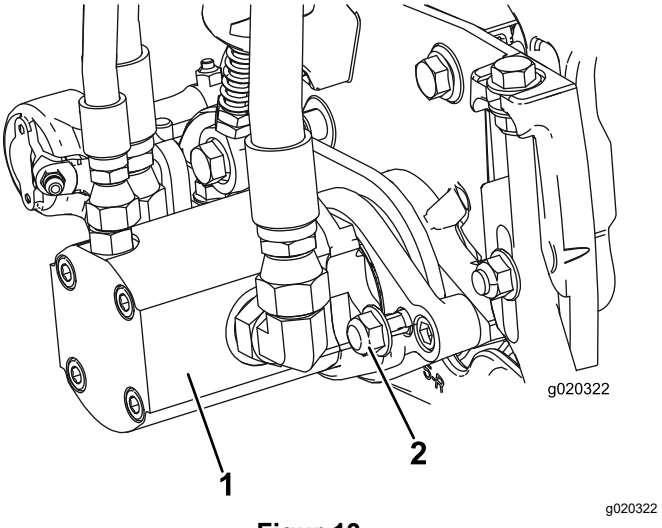

Figur 13
17. Monter motoren ved at dreje den med uret, således at motorflangerne går fri af låsemøtrikkerne (Figur 13). Drej motoren mod uret, indtil flangerne indeslutter møtrikkerne, og stram så møtrikkerne.